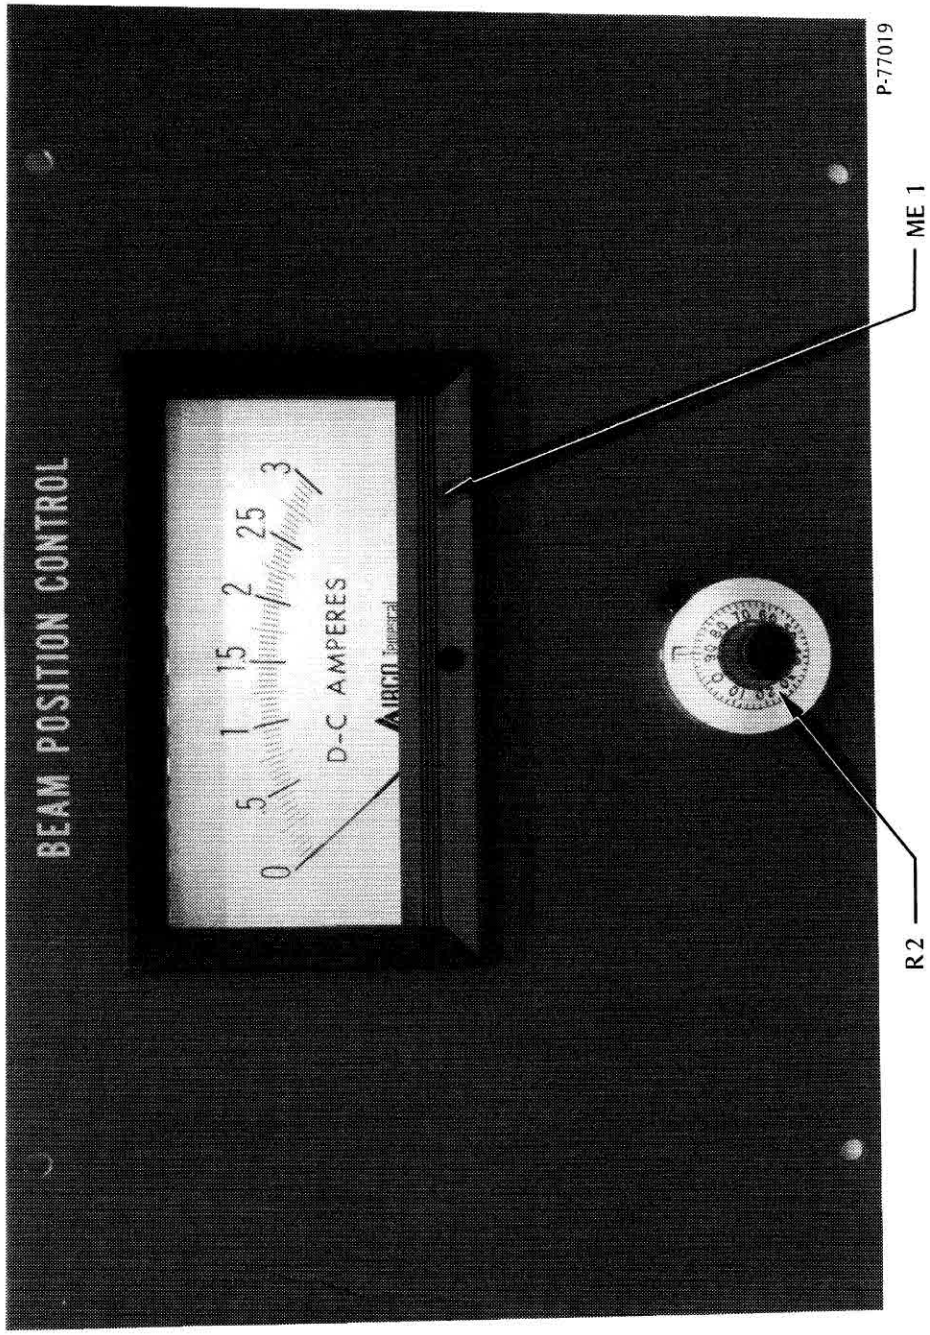

Figure 3-4. CV-14 A and B beam position control panel
c) Beam Position Control (figure 3-4):